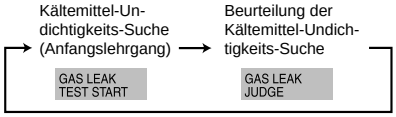

Fig. 8-2
(2) Drücken Sie die ◷ CLOCK (▽) -Taste und wählen Sie [GAS LEAK TEST START] (START DES GASUNDICHTIGKEITS-TESTS). (Fig. 8-2)